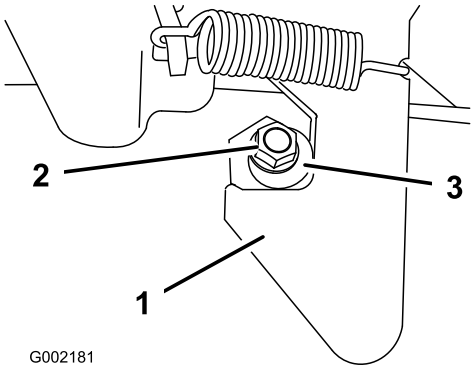

Figuur 74
1. Draai de borgmoer op het uiteinde van de vergrendelstang los (Figuur 74).
2. Draai de vergrendelstang rechtsom tot deze stevig tegen het gehaakte gedeelte van de vergrendeling aandrukt (Figuur 74).